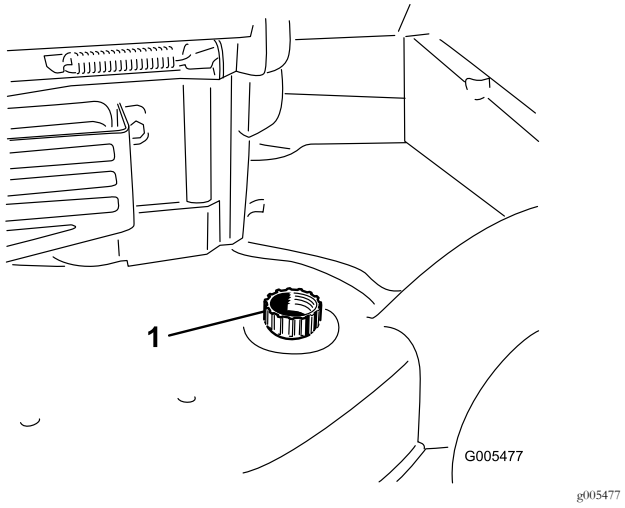

Рисунок 22
4. Присоедините садовый шланг, подключенный к источнику воды, к отверстию для промывки в корпусе машины (Рисунок 22).